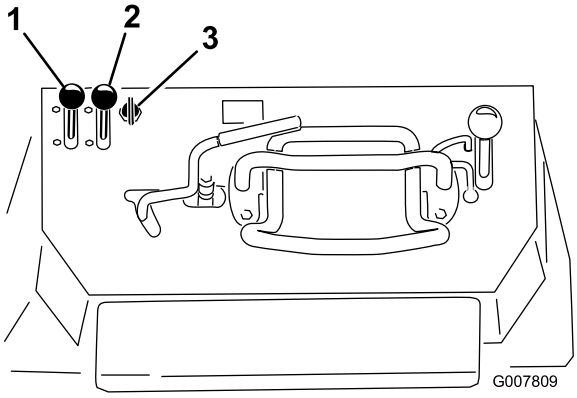

Figur 19
1. För gasreglaget till mittläget mellan det långsamma och det snabba läget (Figur 19).
2. För chokereglaget till det påslagna läget (Figur 19).
- Modell med elstart: Vrid nyckeln till det påslagna läget (Figur 19). Släpp nyckeln när motorn startar.
4. För gradvis choken till det avslagna läget (Figur 19). För choken framåt igen om motorn stannar eller hackar så att den värms upp ordentligt.
5. För gasreglaget till önskat läge (Figur 19).
1. För gasreglaget till det långsamma läget (Figur 19).
3. Vrid nyckeln till det avstängda läget (Figur 19).